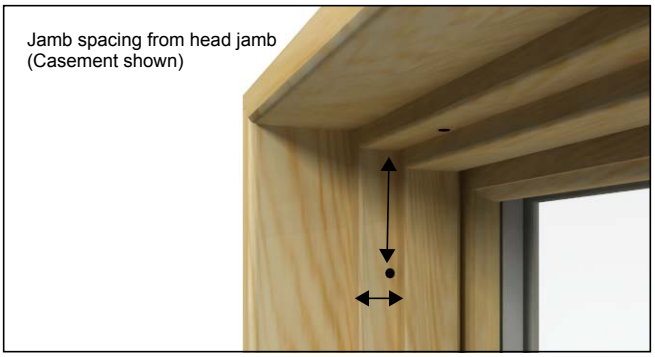
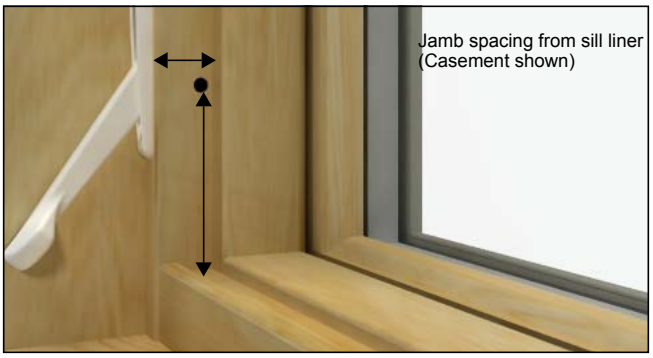
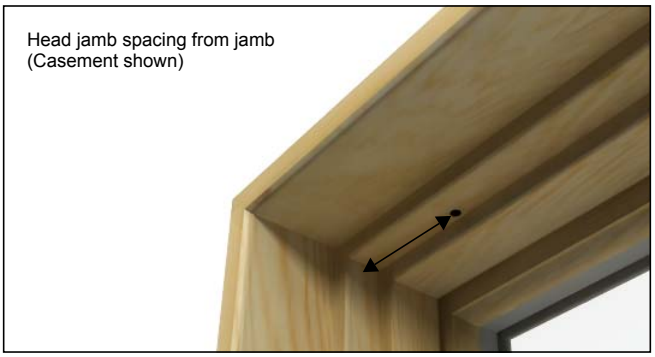

Figure 1
Figure 2
Figure 3
1. Mark hole location on wood jamb/head jamb stops using spacing chart (see chart). From the interior edge of jamb/head jamb stop measure 1/2″(13) and mark intersection point of previous dimension. Carefully drill hole at intersection, mark through jamb/header stop *only* using 3/8″(10) drill bit. Center 3/16″(5) drill bit in 3/8″(10) hole and carefully drill through jamb frame. See figure 1, figure 2, and figure 3.